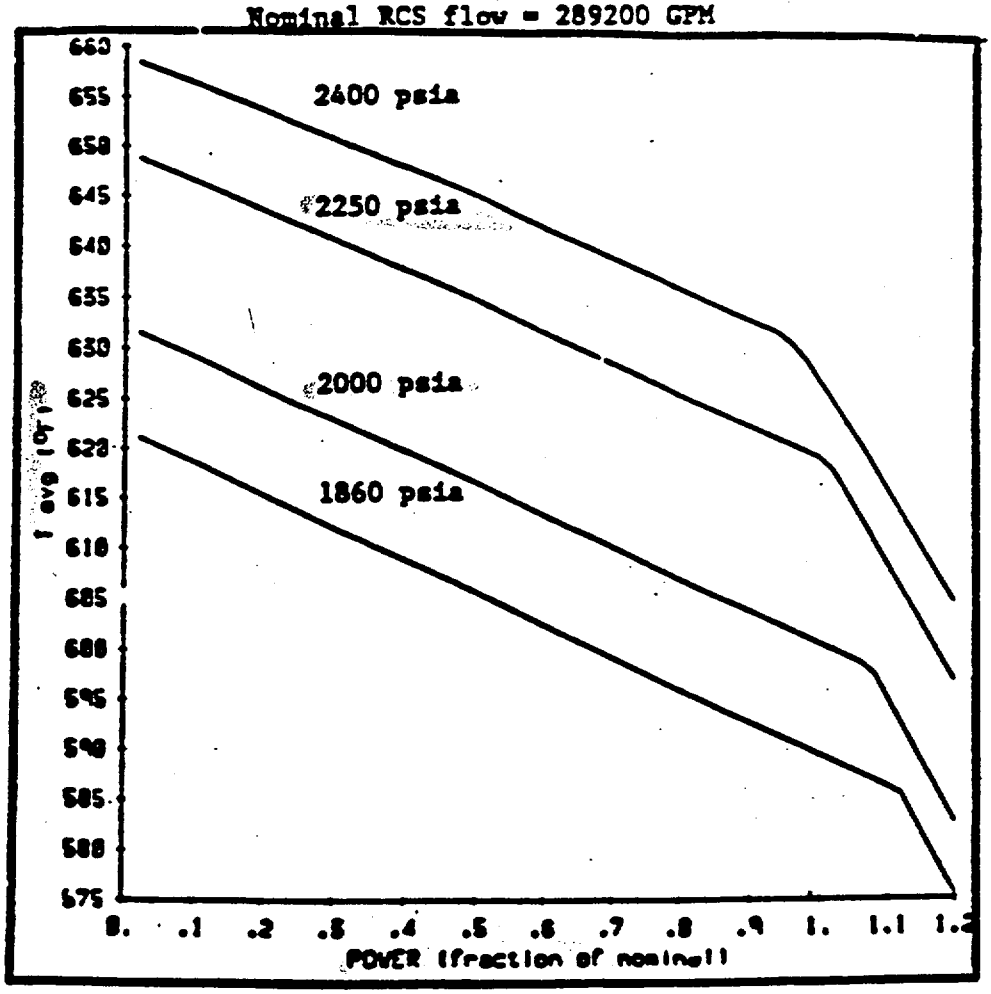

Figure 2.1-1 REACTOR CORE SAFETY LIMITS FOR THREE LOOP OPERATION
b) A working knowledge of TS figure 2.1-1 is required to discount this as a plausible answer. At low power levels the pressure would need to be low and the temperature extremely high.
2.1.1 The combination of THERMAL POWER, pressurizer pressure, and the highest operating loop coolant temperature (T_{avg}) shall not exceed the limits shown in Figures 2.1-1* for 3 loop operation and 2.1-2 and 2.1-3 for 2 loop operation.